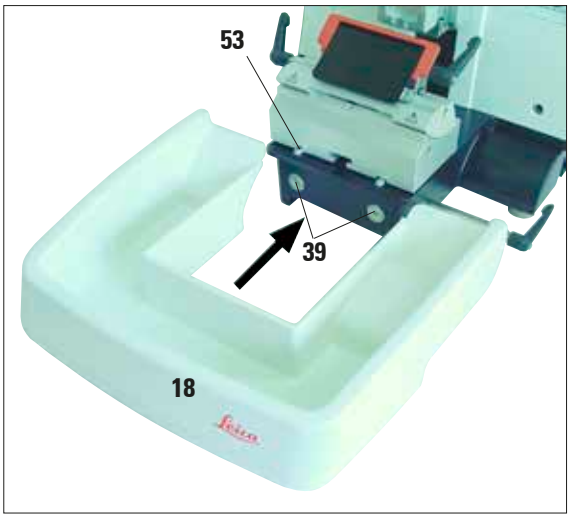
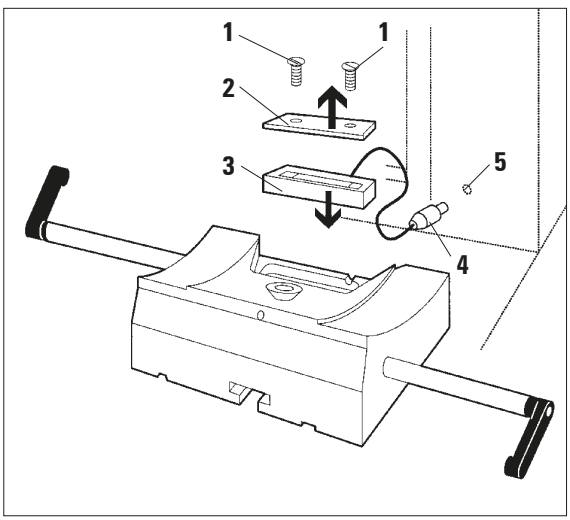

Fig. 53
Fig. 54
- Le immagini dello strumento, fig. 53 e fig. 54, sono solo a titolo esemplificativo.